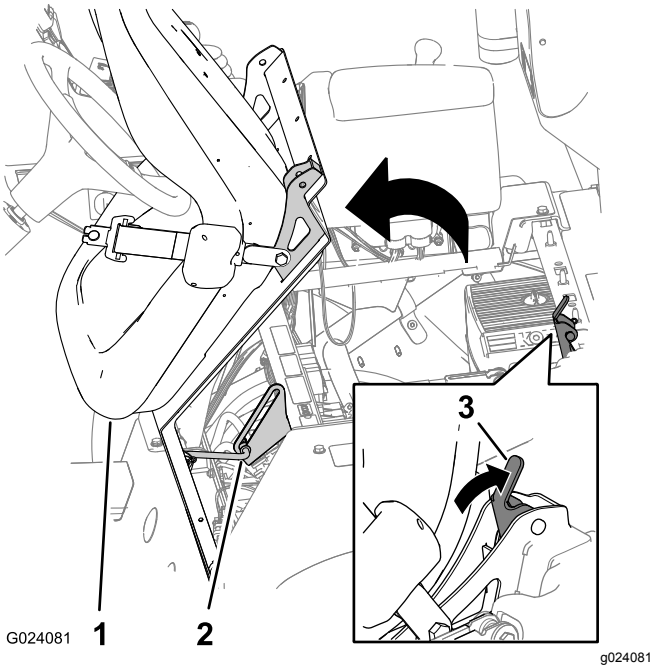

Figur 1
2. Lås sædet op ved at skubbe sædelåshåndtaget bagud (Figur 1).
3. Drej sædet og sædepladen fremad, indtil enden af støttepinden på støttepindens beslag er placeret i bunden af hullet på beslaget (Figur 1).